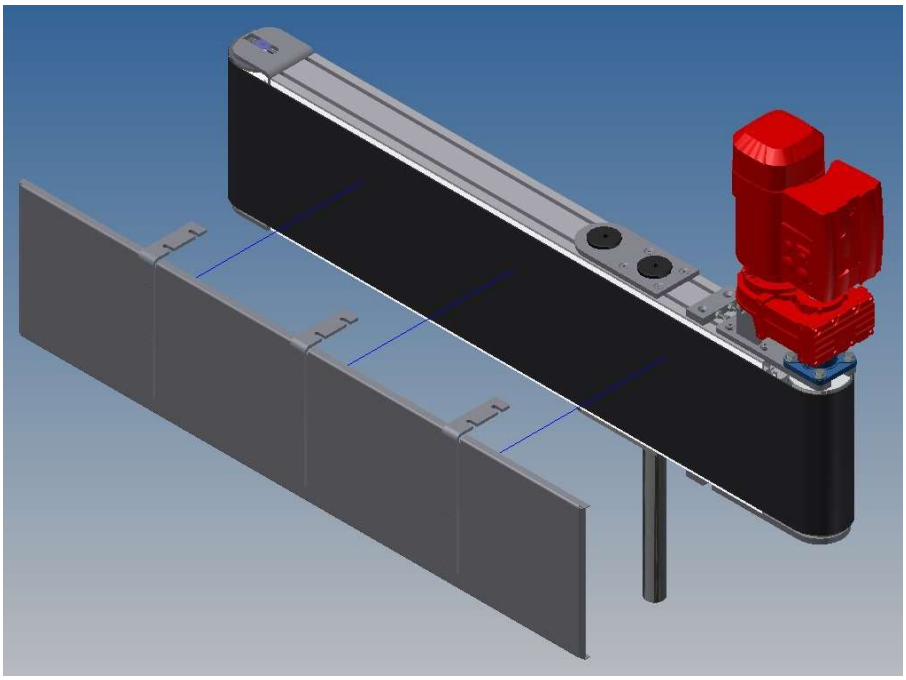

Figura 73: Rimozione della sponda di protezione.
2. rimuovere la sponda di protezione (vedere Figura 73);